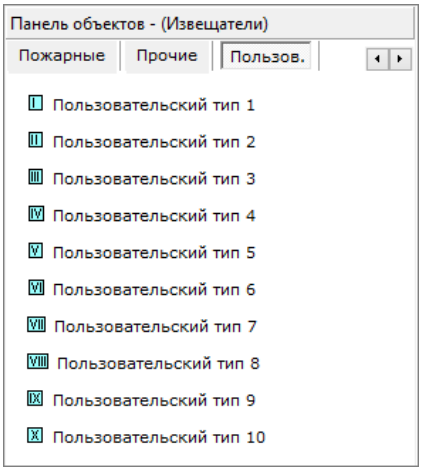

Рисунок 6-484 Панель объектов - Извещатели вкладка "Пользов."
- Пользов (см. Рисунок 6-484).